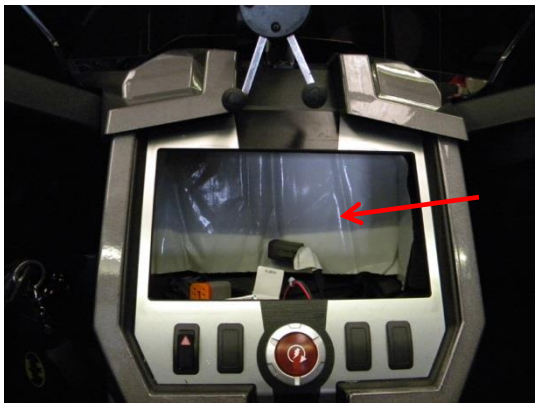

Figure 8
11. **Dashboard:** Remove Torx screws and radio head unit. Install piece **E** with foil facing the engine bay. **(Fig 8)**